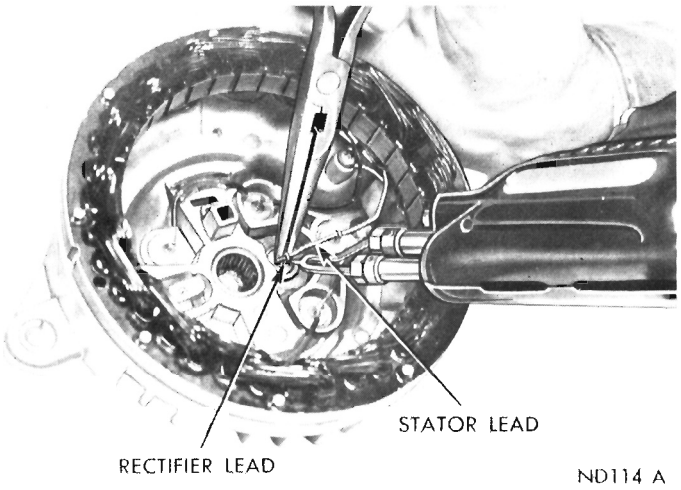

Fig. 35—Soldering Rectifier and Stator Leads
(4) Clean the leads and mate stator lead with rectifier wire and bend the loop snugly around stator lead to provide a good electrical and mechanical connection. Solder wires with resin core solder. Hold rectifier lead wire with pliers just below the joint while soldering (Fig. 35). Pliers will absorb heat from the soldering operation and protect rectifier. **After soldering, quickly cool soldered connection; touch a dampened cloth against it. This will aid in forming a solid joint.**
(5) After soldering, stator leads must be pushed down into the slots cast into the end shield and cemented with MoPar Cement Part Number 2299314 or equivalent to protect the leads against possible interference with the rotor fans. Test each replacement rectifier to make certain rectifier was not damaged by the soldering or pressing operations.